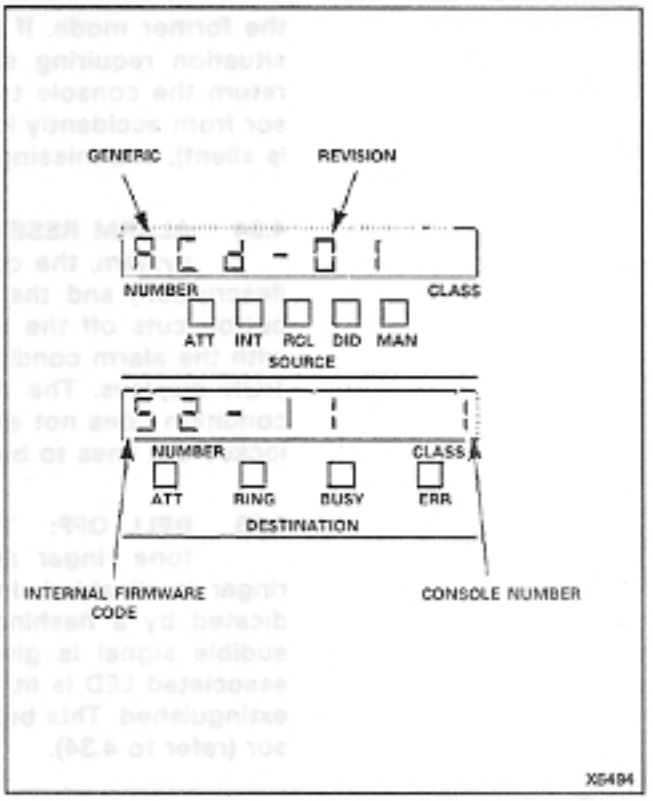

Figure 4-2 Typical Identification Display
4.06 **IDENT:** Pressing the IDENT button when the console is idle causes the console to display the firmware generic number and its revision level in the SOURCE display, and the internal firmware code and the console number in the DESTINATION display (see Figure 4-2):